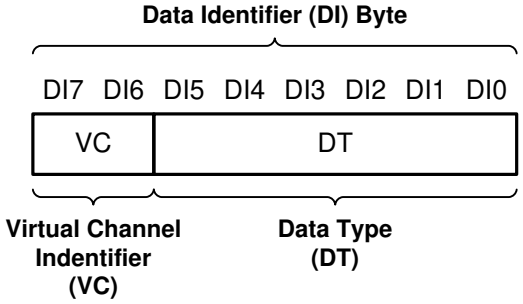

図 7-11. CSI-2 Data Identifier Structure
The TDES954 MIPI CSI-2 protocol interface transmits the data identifier byte containing the values for the virtual channel ID (VC) and data type (DT) for the application specific payload data, as shown in 図 7-11. The virtual channel ID is contained in the 2 MSBs of the data identifier byte and identify the data as directed to one of four virtual channels. The value of the data type is contained in the six LSBs of the data identifier byte. When partnered with a TSER953 serializer, the Data Type is passed through from the received CSI-2 packets. When partnered with a DVP Mode serializer, the received RAW mode data is converted to CSI-2 Tx packets with assigned data type and virtual channel ID and matches what is sent by the video source.